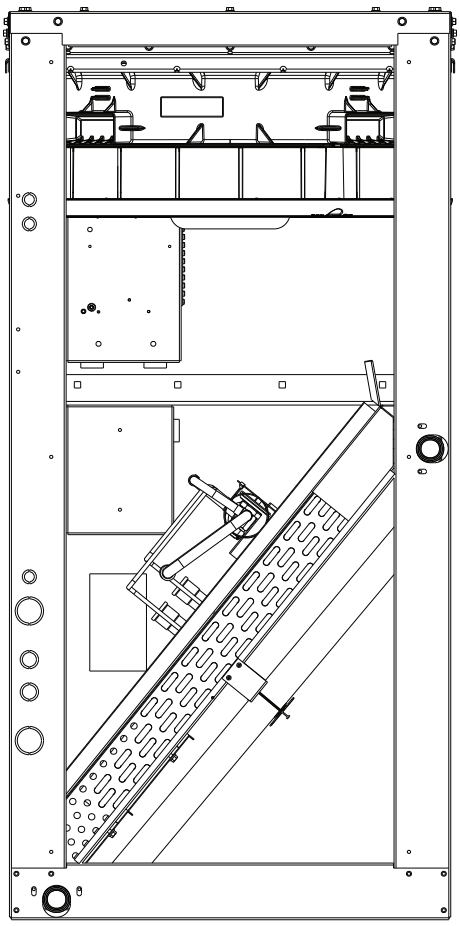

Fig. 35 — Fan Assembly, Side Panel Access (Side Panel Removed)
4. Slide fan assembly out of the panel opening that is being used. Side panel access will require the assembly to be angled to clear the opening. See Fig. 35.